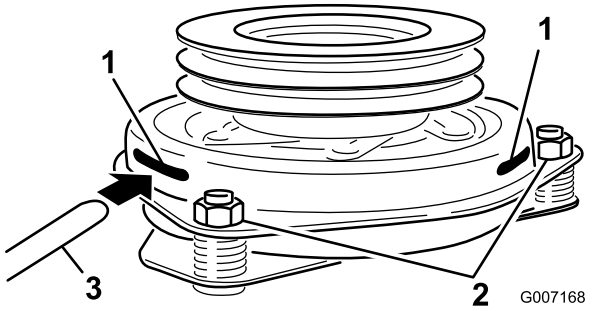

Rysunek 63
2. Śruby (2) i nakrętki paska sprzęgła
8. Włóż szczelinomierz 0,381-0,533 mm przez jedną szczelinę kontrolną z boku zespołu. Upewnij się, że wchodzi on między powierzchnie cierne twornika i wirnika (Rysunek 63).
9. Dokręcaj przeciwnakrętki do momentu, aż na szczelinomierzu można będzie wyczuć niewielki opór (mimo to można go będzie łatwo poruszać w szczelinie powietrznej) (Rysunek 63).